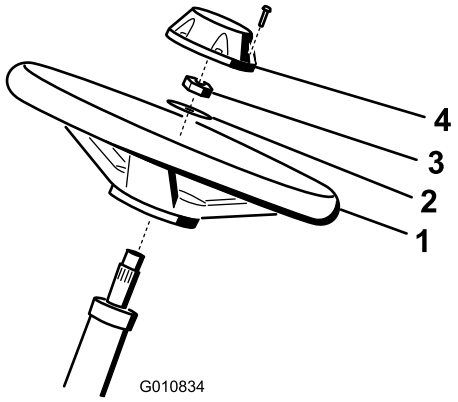

Rysunek 3
1. Wsuń kierownicę na wał kierownicy (Rysunek 3).
2. Wsuń podkładkę na wał kierownicy (Rysunek 3).
3. Należy zabezpieczyć kierownicę na kolumnie nakrętką kontrującą dociągniętą momentem z zakresu od 27 do 35 N·m (Rysunek 3).
4. Zakładamy pokrywkę kierownicy i przykręcamy ją śrubą (Rysunek 3).